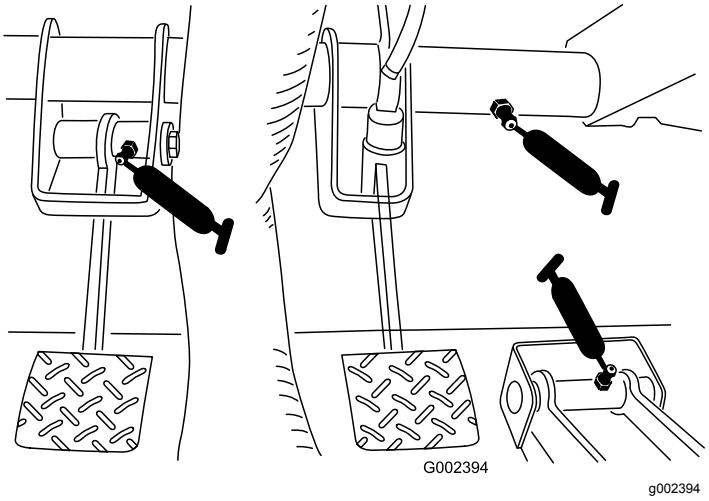

Rysunek 31
- **Sprzęgło (1)**; patrz Rysunek 31
- **Pedał przyspieszenia (1)**; patrz Rysunek 31
- **Hamulce (1)**; patrz Rysunek 31